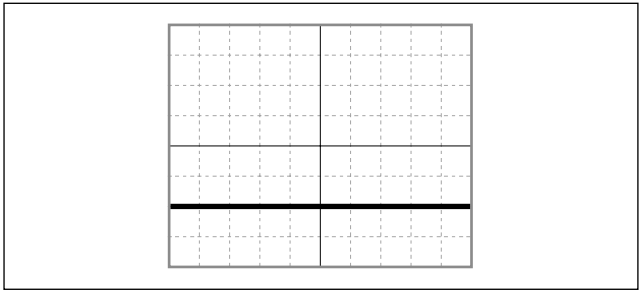

Fig. 4-6
① Set the TIME/DIV switch of the oscilloscope to 200 ms.
② Set the CH1 deflection sensitivity (VOLTS/DIV) of the oscilloscope to 500 mV/DIV.
③ Set the input coupling switch of CH1 of the oscilloscope to DC.
④ Set the offset of CH1 of the oscilloscope to 1 V. (Fig. 4-6)